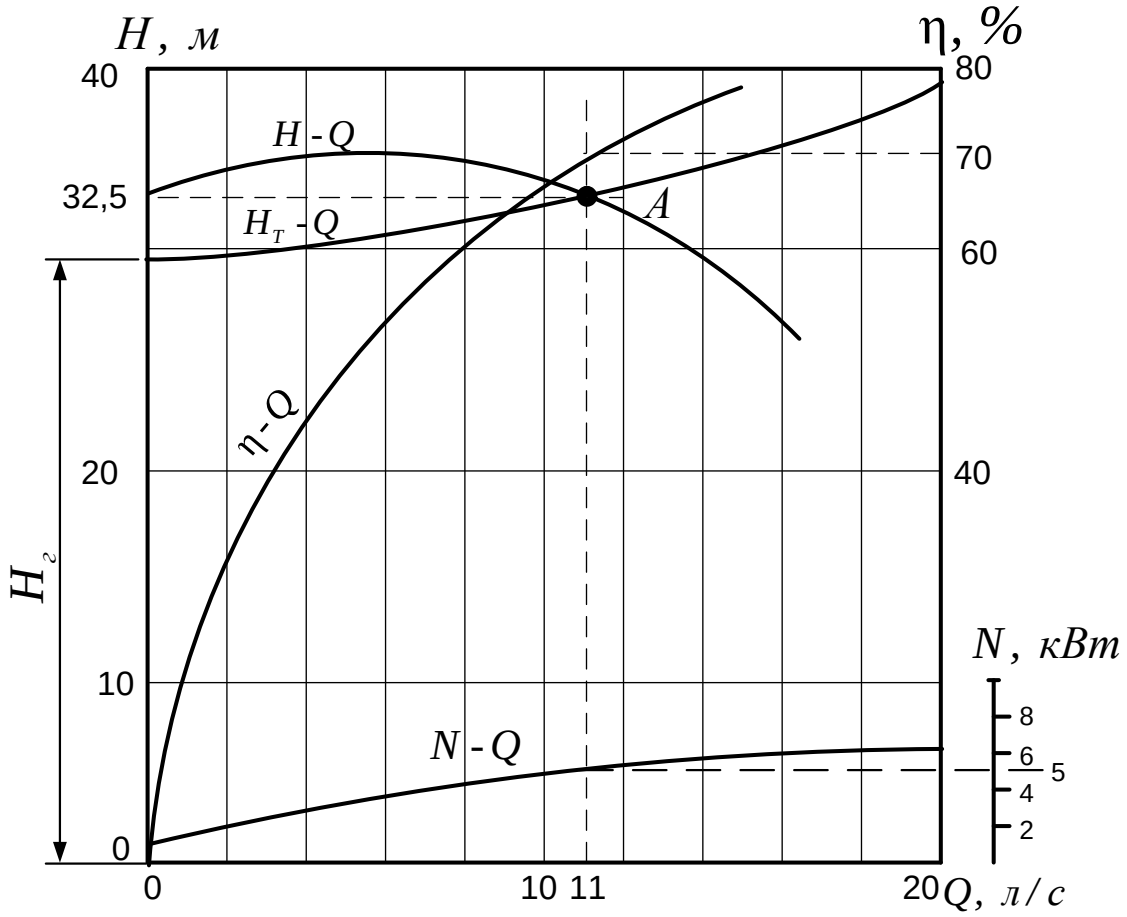

Рис.4 Характеристики сумісної роботи насоса з трубопроводом: А-робоча точка.
4. Для знаходження дійсних показників роботи насосної установки необхідно сумістити напірні характеристики насоса $H - Q$ і трубопровода $H_T - Q$ (рис.4.).